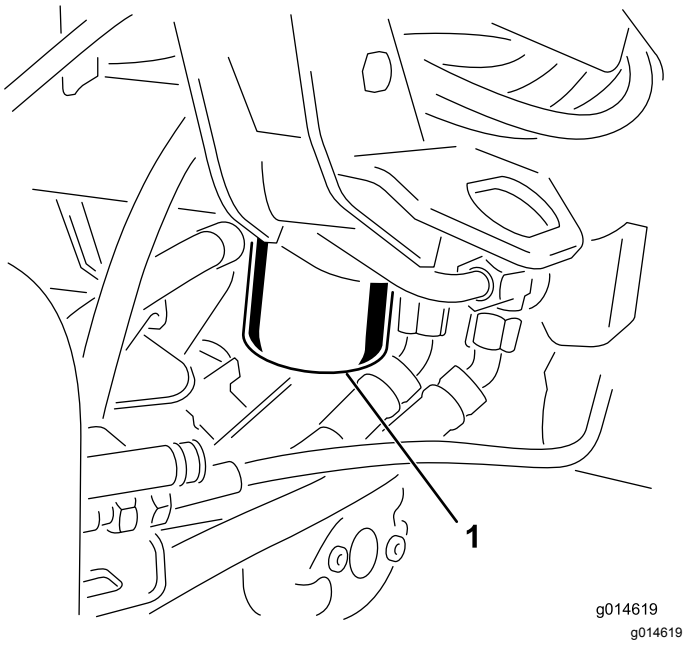

Figur 45
1. Rengør det område, hvor filteret monteres (Figur 45). Anbring en drænbakke under filteret, og afmonter filteret.